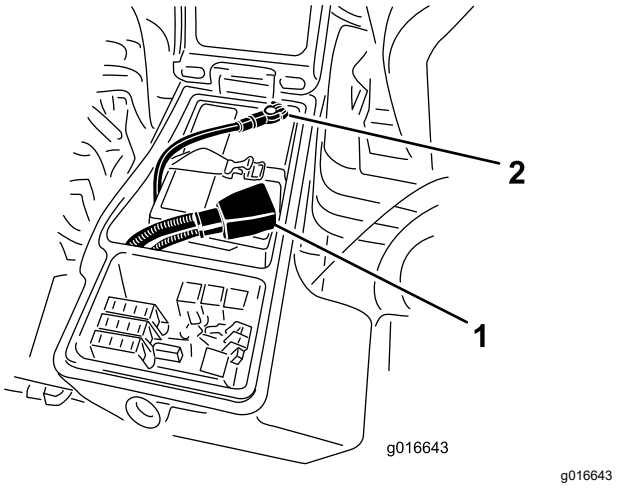

**Figur 95**
6. Koble den positive kabelen (rød) til den positive (+) polen og den negative kabelen (svart) til den negative (-) polen (Figur 95).